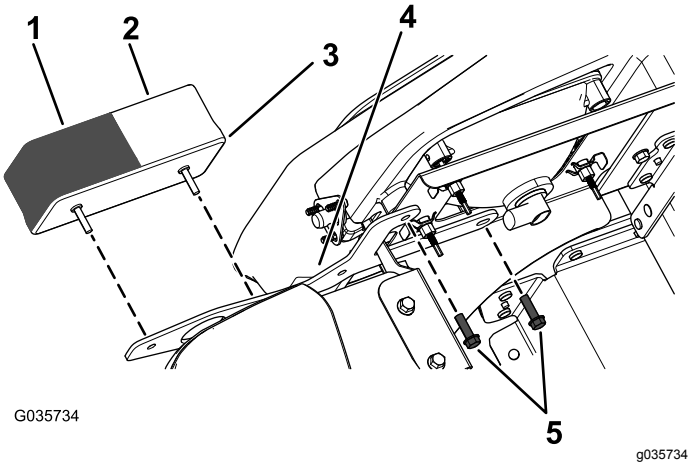

图2
3. 使用之前卸下的 2 个螺丝将新的前位置/信号灯安装到支架上图2。
注意 确保将透明玻璃位置灯置于内侧琥珀色玻璃信号灯置于外侧图2。